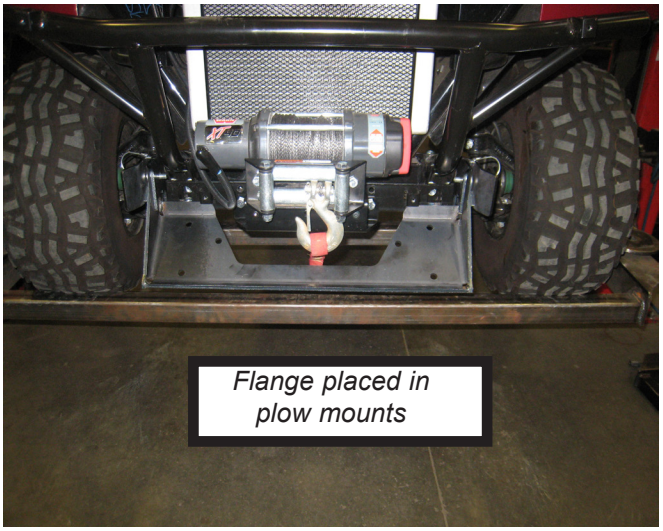

*Figure 4*
4. Insert the plow flange (A3) into the plow mount and install the pins. With the flange installed, adjust the plow mounts. The plow mounts should be straight with the ears of the flange. When the plow mount fasteners are tightened, the flange should be able to slide in the plow mounts easily. See figure 4.